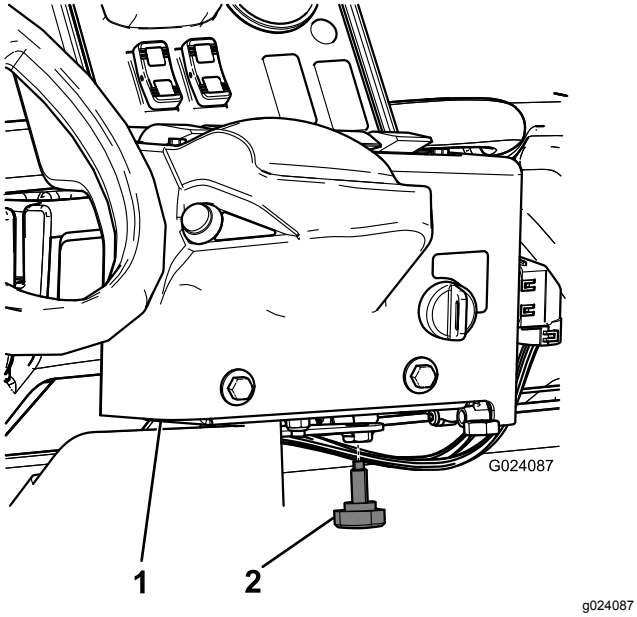

**Figur 15**
3. Monter håndgrebet for at forhindre konsollen i at rotere under drift (Figur 15).